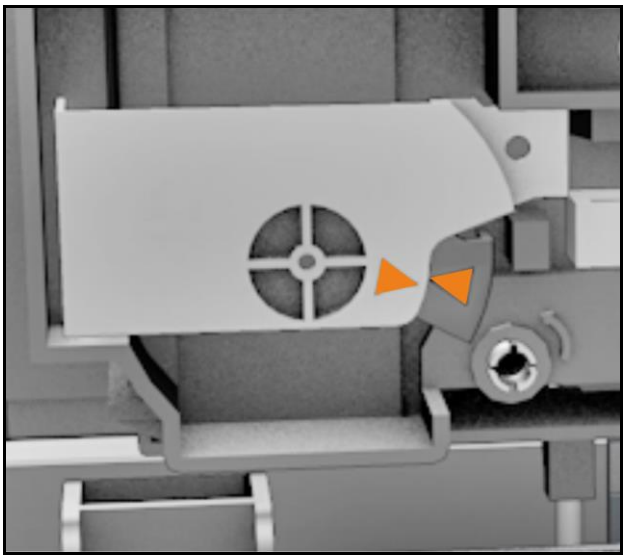

Figura 160 Unidade de limpeza destrancada
6 Utilizando uma chave de parafusos e através do sistema de destrancamento da cabeça de impressão (B), rodar esta cabeça (A) 90° no sentido anti-horário para a posição de destrancamento (consulte Figura 160).